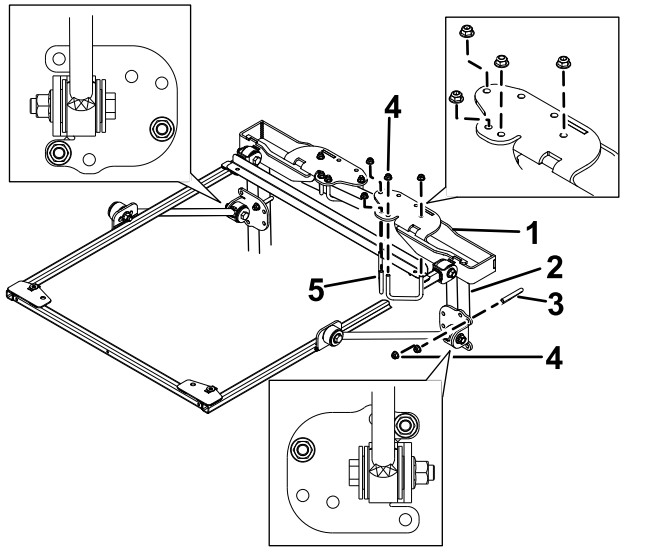

Figura 36
4. Coloque los soportes de montaje del ROPS encima de la barra antivuelco de la unidad de tracción (Figura 36). Asegúrese de que la barra antivuelco está centrada entre los soportes de montaje del ROPS.
5. Usando los taladros de montaje indicados en Figura 36, monte cada soporte de montaje del ROPS en la parte superior de la barra antivuelco con 2 abrazaderas (2¾") y 4 tuercas con arandela prensada.
6. Usando los taladros de montaje indicados en Figura 36, sujete provisionalmente cada uno de los soportes de los tirantes a los postes de la barra antivuelco con 1 abrazadera (4") y 2 tuercas con arandela prensada.